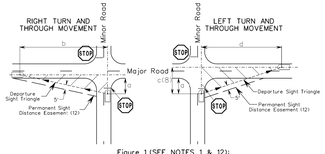

Figure 1 (SEE NOTES 1 & 12):
6. This table shows the intersection sight distance for a stopped passenger car to turn or pass through an intersection from the minor road where the cross traffic on the major road does not stop. Refer to Figure 1 to determine the appropriate leg "a", "b", "c", or "d" of the departure sight triangle for passenger cars. Sight triangle legs for the different approaches will vary based on design speed. Intersection sight distance for intersections with stop control on the minor road is based on the departure sight triangle for left and right turns from a stopped vehicle. Sight triangle leg lengths "a" and "b" are measured from the edge of the major road travel way. For the case of a vehicle exiting the minor road, departure sight triangle leg lengths "c" and "d" are required. The lengths of the sight triangle legs are based on approach grades of -3% to +3%. Adjustment factor required for approach grades which exceed 3%.